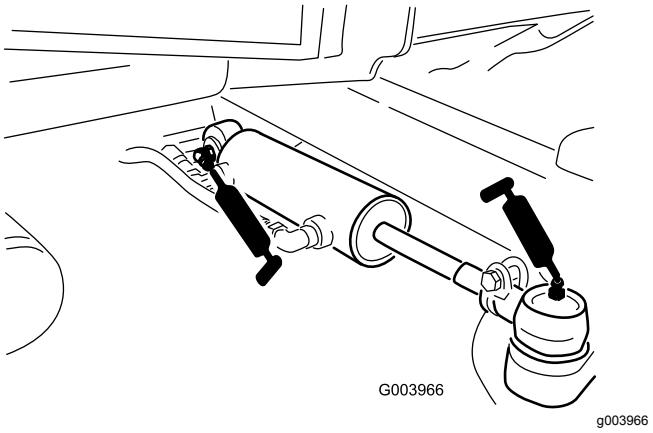

Figur 70
- Styretøjscylinderens kugleled (2) (Figur 70)